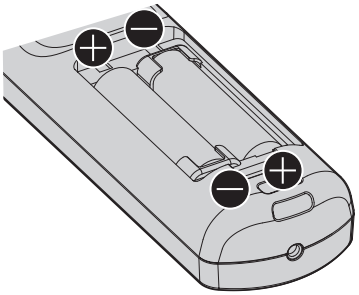

Fig. 2
2) Insert the batteries and close the cover (insert the ⊖ side first). (Fig. 2)